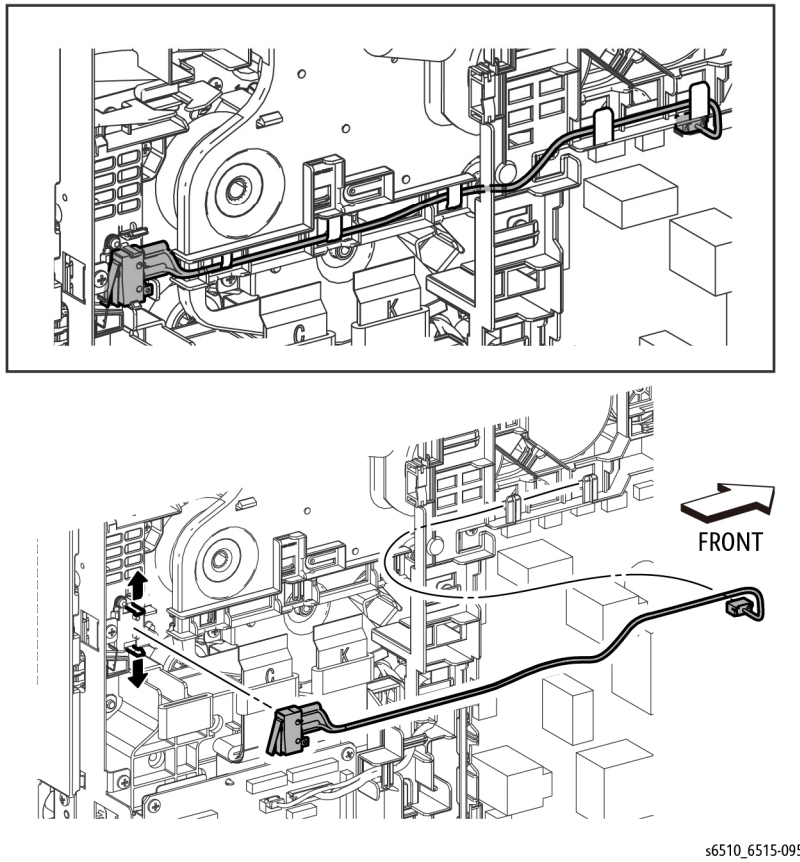

Figure 1 Remove the Rear Interlock Harness Assembly (MFP)
4. Refer to Figure 1 to unplug the connector (P/J292) from the LVPS Board and release the cable from the cable guide.
5. Refer to Figure 1 to release the two hooks and remove the Rear Interlock Harness Assembly.